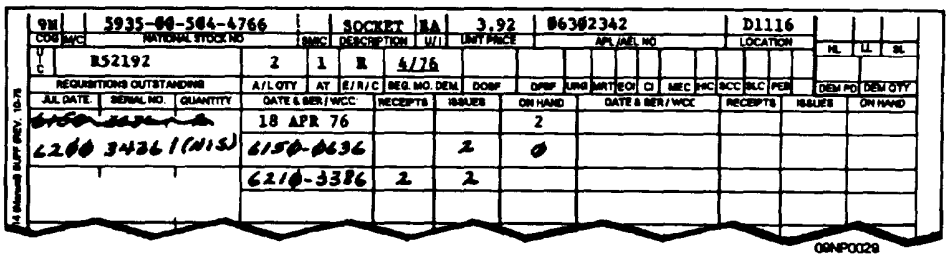

Figure 7-6.—Posting receipts to stock records.
If the above data are the same in the receipt document and in the stock record, entries in the stock record (see figure 7-6) will be made as follows:
- Line through (but do not obliterate) applicable requisition data in the "Requisitions Outstanding" column. An example of the line through technique is shown in figure 7-6.